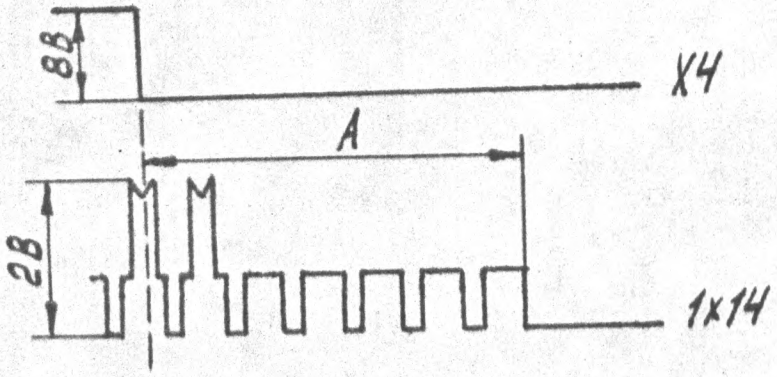
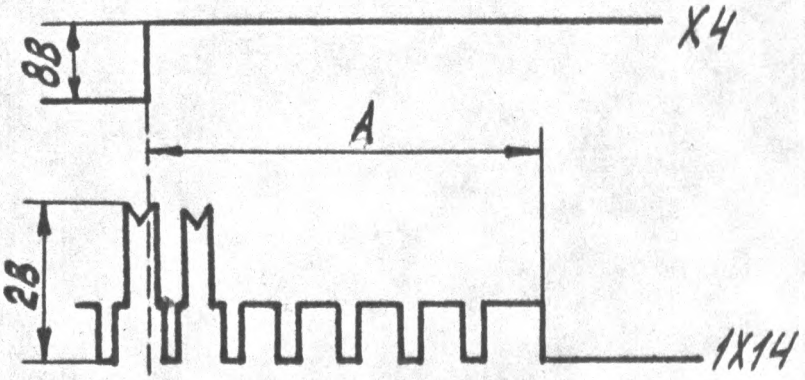

РИС.7.3.
РИС.7.4
7.2.5.3. ЗАСИНХРОНИЗИРУЙТЕ ОСЦИЛЛОГРАФ С1-79 ОТ ОТРИЦАТЕЛЬНОГО ФРОНТА СИГНАЛА КОНТРОЛЬНОЙ ТОЧКИ X4 И С ПОМОЩЬЮ РЕЗИСТОРА А5-R155 УСТАНОВИТЕ КОММУТИРУЮЩИЕ ИМПУЛЬСЫ НА РАССТОЯНИИ А=(6-7) СТРОК ОТ ИМПУЛЬСА СИНХРОНИЗАЦИИ ПОЛЯ, КАК ПОКАЗАНО НА РИС.7.3. ЗАТЕМ ЗАСИНХРОНИЗИРУЙТЕ ОСЦИЛЛОГРАФ С1-55 ОТ ПОЛОЖИТЕЛЬНОГО ФРОНТА СИГНАЛА КОНТРОЛЬНОЙ ТОЧКИ X4 И С ПОМОЩЬЮ РЕЗИСТОРА А5-R151 УСТАНОВИТЕ КОММУТИРУЮЩИЕ ИМПУЛЬСЫ НА РАССТОЯНИИ А=(6-7) СТРОК ОТ ИМПУЛЬСА СИНХРОНИЗАЦИИ ПОЛЯ, КАК ПОКАЗАНО НА РИС.7.4.
7.2.6.4. ЗАСИНХРОНИЗИРУЙТЕ ОСЦИЛЛОГРАФ С1-79 ОТ СИГНАЛА КОНТРОЛЬНОЙ ТОЧКИ X4 И РЕЗИСТОРОМ А5-R147 УСТАНОВИТЕ КОММУТАЦИОННУЮ ЛИНИЮ НА РАССТОЯНИИ А=(6-7) СТРОК ОТ ИМПУЛЬСА СИНХРОНИЗАЦИИ ПОЛЯ, КАК ПОКАЗАНО НА РИС.7.4.